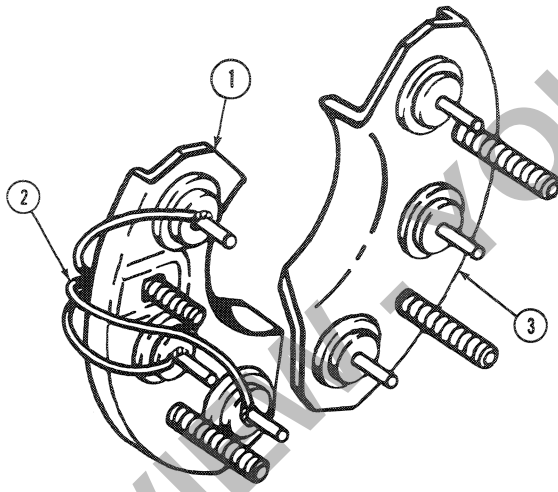

Figure 24
Two diode assemblies, Figure 24, one positive and one negative each consisting of three diodes mounted in a metal plate are used to rectify the alternating current to direct current. The plate, a heat-sink (2) dissipates heat away from the diodes and also serves as a conductor for the diodes. One end of each of the three stator windings is connected to the three positive diodes and the other ends of the windings are connected to the negative diodes. Two studs on each diode assembly attach the assembly to the rear housing. One stud on the positive diode assembly is the alternator regulator terminal and the other is the output terminal. The output terminal is part of the field diode (2). The positive diode assembly is insulated from the rear housing. The negative diode assembly is not insulated and the upper stud is the alternator ground connection.